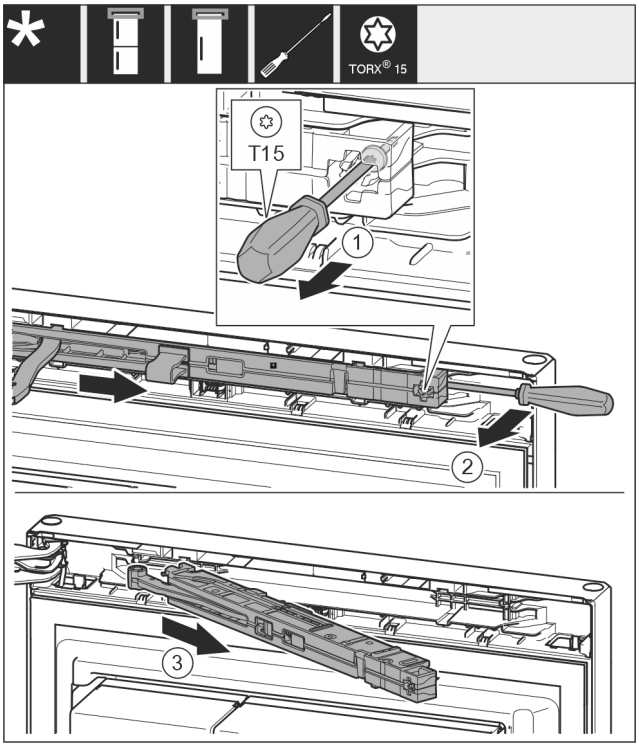

Fig. 13
▶ Atskrūvējiet durvju amortizatora mezgla skrūvi *Fig. 13 (1)* ar skrūvgriezi 14 mm.
▶ Izceliet durvju amortizatora mezglu *Fig. 13 (2)* roktura pusē ar skrūvgriezi uz priekšu.
▶ Izvelciet durvju amortizatora mezglu *Fig. 13 (3)*.